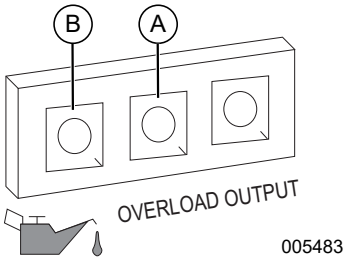

Figure 3-3.Défaillance sur arrêt
REMARQUE IMPORTANTE : Ne surchargez pas le générateur ou les prises individuelles du panneau. Reportez-vous à la *Figure 3-3*. En cas de surcharge, le témoin DEL de surcharge (A) s'allumera et la sortie c.a. sera coupée. Pour remédier à ce problème, voir section *Témoins d'état du générateur*. Lisez attentivement la section *Connaître les limites de son générateur*.
Le moteur est équipé d'un capteur de faible niveau d'huile conçu pour couper automatiquement le moteur lorsque le niveau d'huile chute en dessous d'un niveau spécifié, et ce afin d'éviter d'endommager le moteur. Voir *Figure 3-3* (B). Tant que le réservoir d'huile ne sera pas rempli au niveau approprié, le moteur ne fonctionnera pas.